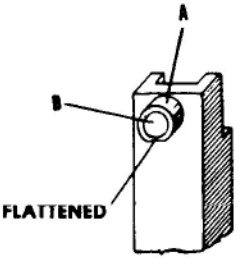

Figure 6
(Q) FORMER ROLLER PART NO. A-310-The former roller part No. A-310 is mounted on the rear of the former housing part A-315 by means of the roller stud A-311. It rides in the track of the former cam part No. A-346 and is the means by which the former and driver assembly AA-315 is raised and lowered for each stroke. Excessive compression of the work material or jamming of the machine will cause the roller to flatten, as in figure 6. Lack of oil will cause this part to bind on the stud and not rotate properly. More often, the lack of oil will cause the roller to wear on the stud, creating a loose fit. See Fig. 6 Detail A Roller and Detail B Stud.